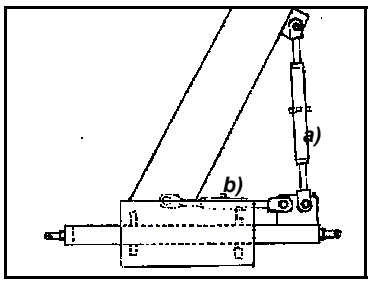

Figur 8. Grunninnstilling, rund dragaksel.
- Bredda på første fåra justerer ein ved å forskyve dragakselen sidevegs i forhold til plogen. Løys skruvane vist i figur 8, punkt 1 og 2. Når plogen har riktig grunninnstilling kan ein vri dragakselen for å justere bredda på første fåra i sidehelling.